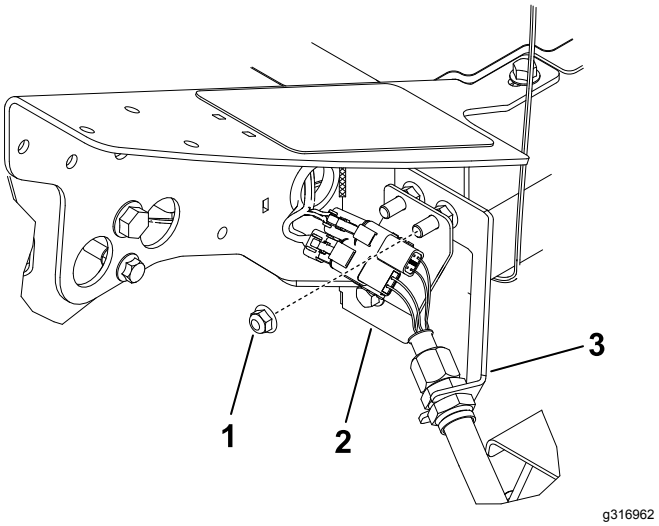

Figur 13
1. Figur 13
3. Sett koblingsplaten på skilleveggens monteringsbolter med koblingene plassert som vist i Figur 13.